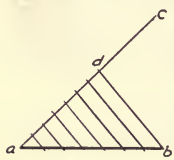

Fig. 34.
15. To Divide a Given Line into any number of Equal Parts.—From one end of the given line **ab**, Fig. 34, draw another line **ac** at an acute angle to it and of indefinite length. On this line, lay off with the dividers the same number of divisions into which it is desired to divide the line **ab**. Connect the last division point **d** with point **b**, and through the other division points on **ac**, draw lines parallel to line **db**. They will divide the line **ab** into the required number of equal parts. This method is useful in dividing distances that cannot be divided readily with the rule, such as dividing a line $7\frac{1}{4}$ inches long into 4 equal parts.